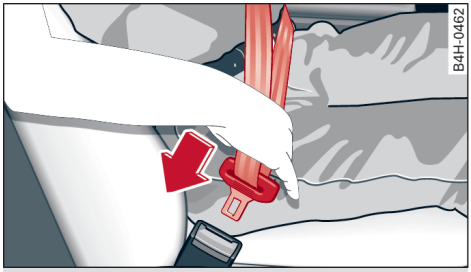

Fig. 43 Latch plate and buckle
- Insert the latch plate into the buckle for the appropriate seat and push it down until it is securely locked with an audible click ⇨ *Fig. 43*.